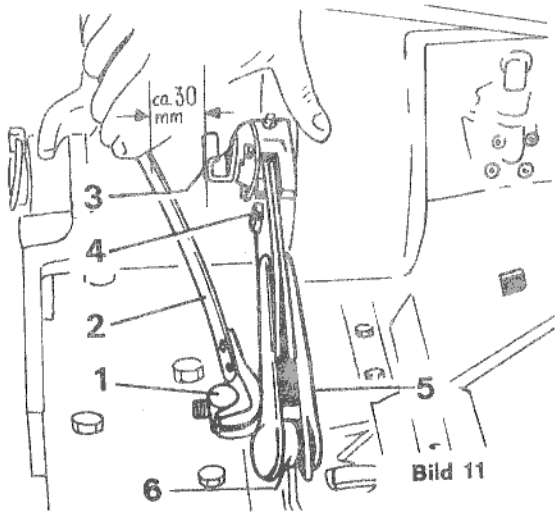

Bild 11
3. Montage der Kurbelstange und Einstellen der Feder mit Kralle bei vollhydraulischen Mähwerken (Bild 11)
Auswechseln der Blattfeder mit Kopfband (Bild 11)